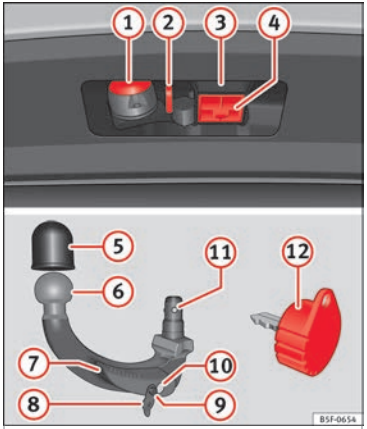

Rys. 222 Zaczep holowniczy/ demontowalne złącze kulowe/ klucz.
Legenda do ››› **rys. 222**
- Zsunąć zaślepkę gniazda haka (4) ››› **rys. 222** w dół.